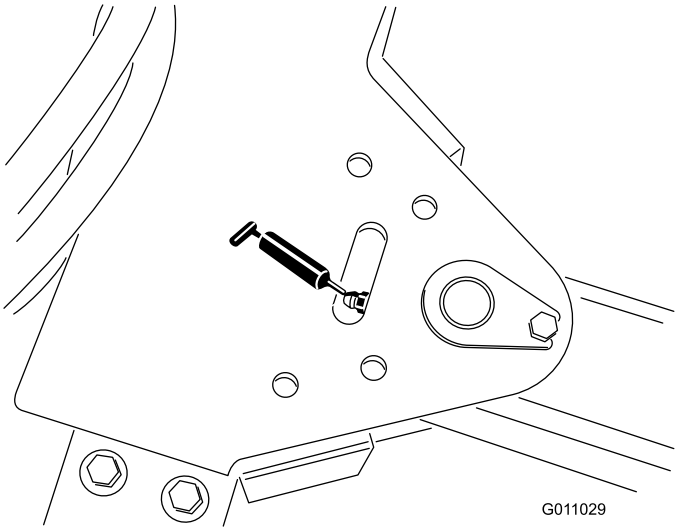

Figur 33
- Dragstångens vridfäste (1) (Figur 33).